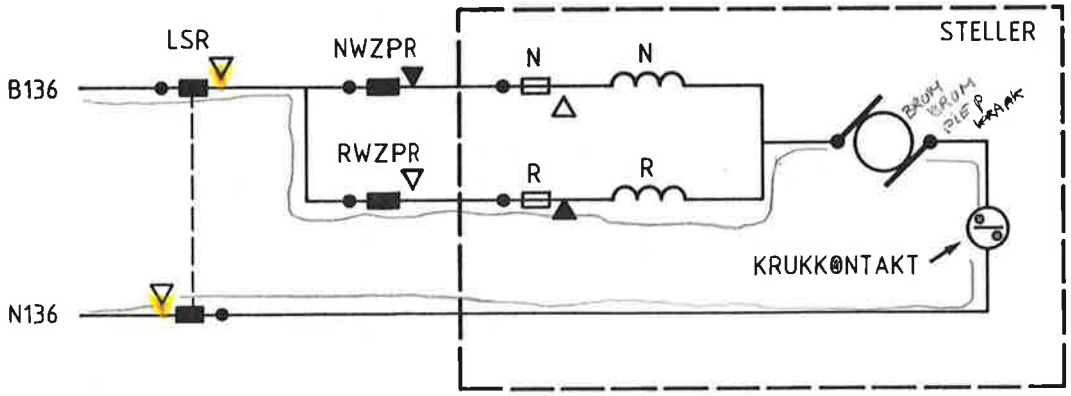

afb. 107
7.2.5 Het motorcircuit (afb. 107)